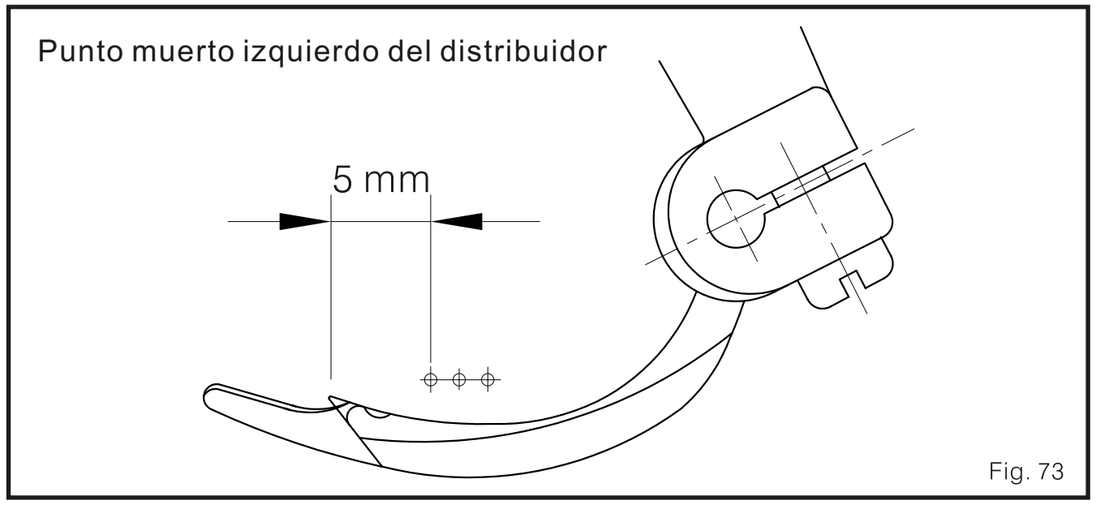

Fig. 73
3. Cuando la punta del distribuidor mueva al punto muerto izquierdo, la punta de esta curvatura es de 5mm desde el centro de la aguja izquierda (Fig. 73)